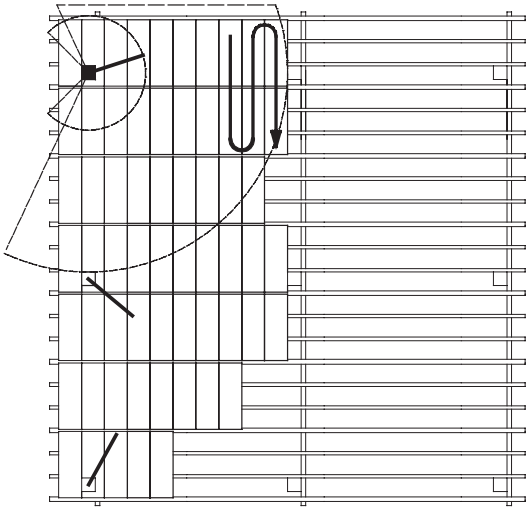

Figura 36. *Processo di rivestimento dopo aver modificato il punto di ancoraggio.*
4. Collegare a un SkyReach Anchor adiacente e procedere rivestendo le aree raggiungibili da tale dispositivo di ancoraggio, vedere Figura 36. Ripetere la procedura passando ai dispositivi di ancoraggio posizionati nelle colonne rimanenti necessarie per coprire l'intero rivestimento.